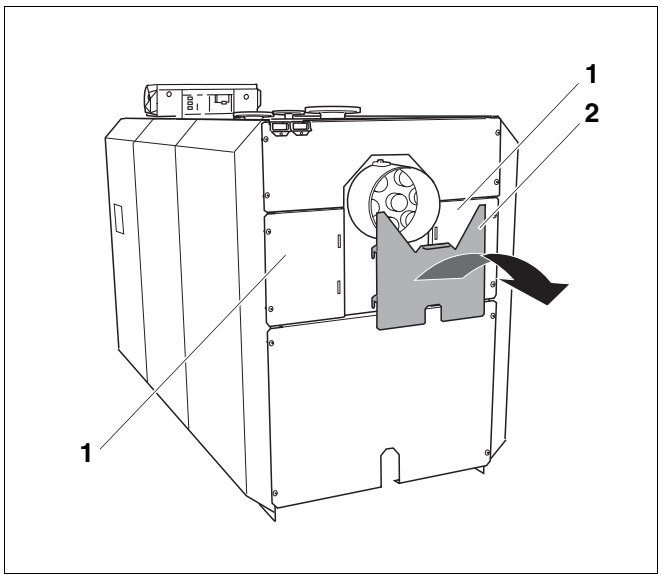
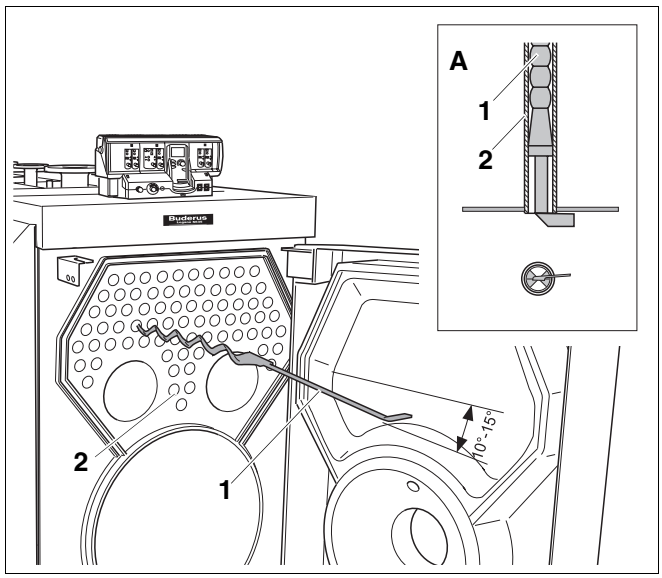

Rys. 52 Demontaż blachy osłonowej ścianki tylnej
Rys. 54 Korygowanie naprężenia turbulizatorów
- Zdjąć blachę osłonową ścianki tylnej (rys. 52, **poz. 2**) w kierunku wskazywanym przez strzałkę z lewej i prawej środkowej ścianki tylnej (rys. 54, **poz. 1**).
- Sprawdzić, czy końcówki oporowe turbulizatorów przylegają poziomo do strony czołowej płomieniówek (rys. 54, **fragment A**).
- Wsunąć turbulizatory (rys. 54, **poz. 1**) do płomieniówek (rys. 54, **poz. 2**).
W przypadku niedostatecznego naprężenia turbulizatorów (rys. 54, **poz. 1**) należy przeprowadzić jego korektę.
- Wyciągnąć turbulizator (rys. 54, **poz. 1**) nie więcej niż na 3/4 długości z płomieniówki (rys. 54, **poz. 2**).
- Wygiąć turbulizator (rys. 54, **poz. 1**) w sposób przedstawiony na rys. 54 o 10° – 15°.
- Wsunąć ponownie turbulizator (rys. 54, **poz. 1**) do płomieniówki (rys. 54, **poz. 2**).
- Sprawdzić ponownie naprężenie turbulizatora (rys. 54, **poz. 1**).